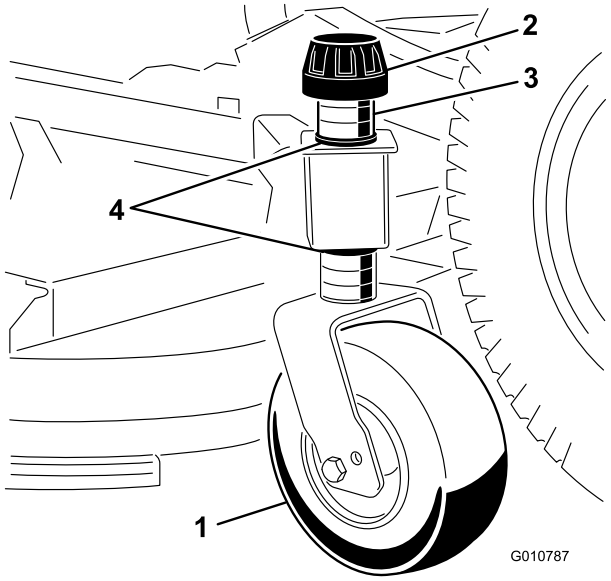

**Figure 9**
1. Enlevez le chapeau de tension qui fixe la roue de jauge aux supports du plateau de coupe (Figure 9).